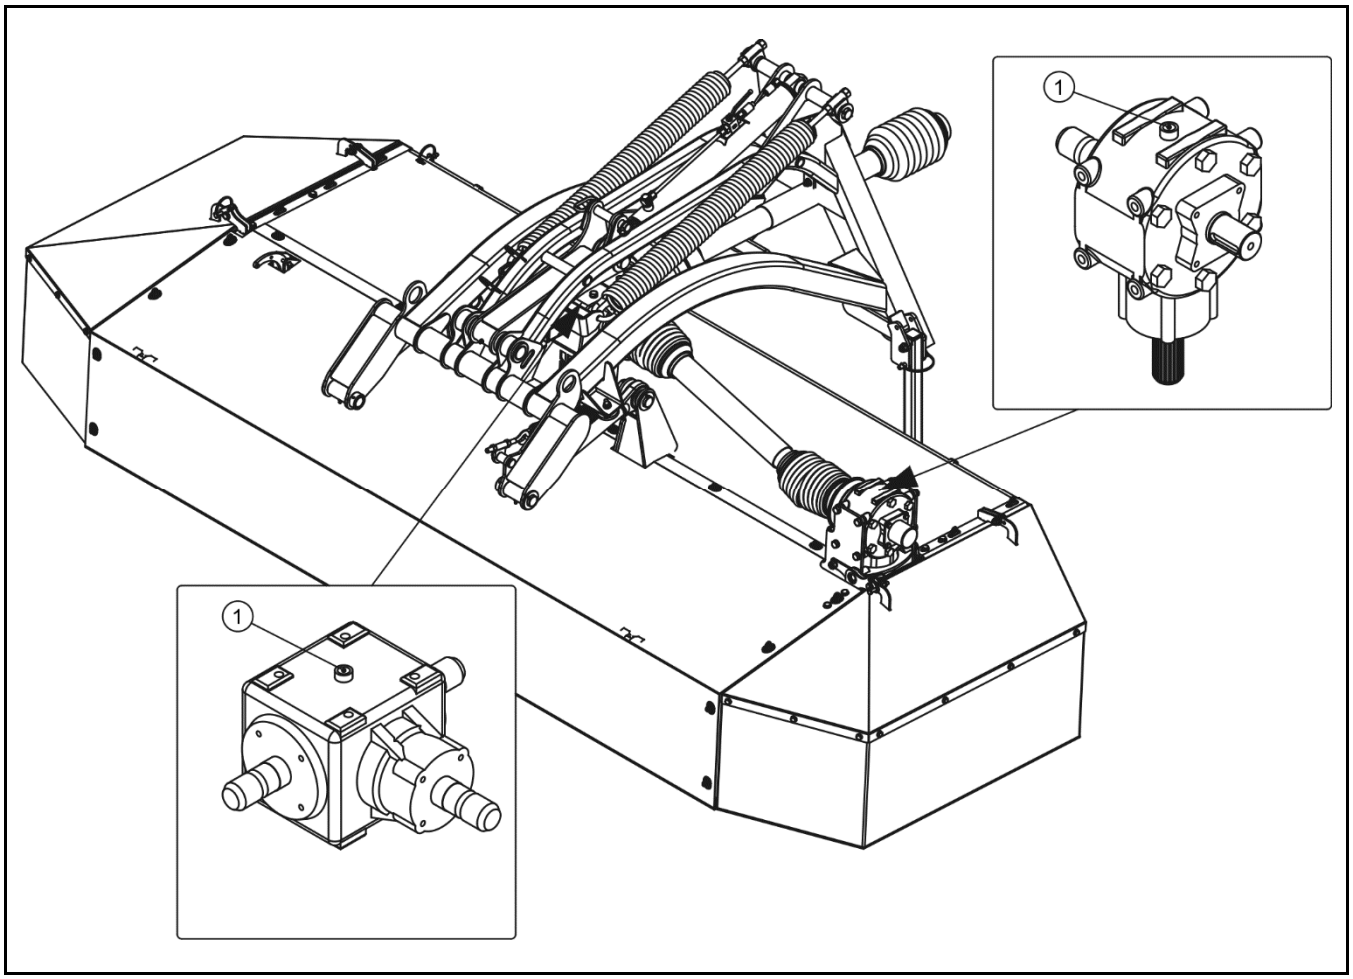

**РИСУНОК 5.5 Размещение угловых передач**
В косилке PDF300 / PDF300C используются две угловые передачи (РИСУНОК 5.5).
- отвинтить пробку заливного отверстия (1) (РИСУНОК 5.5),